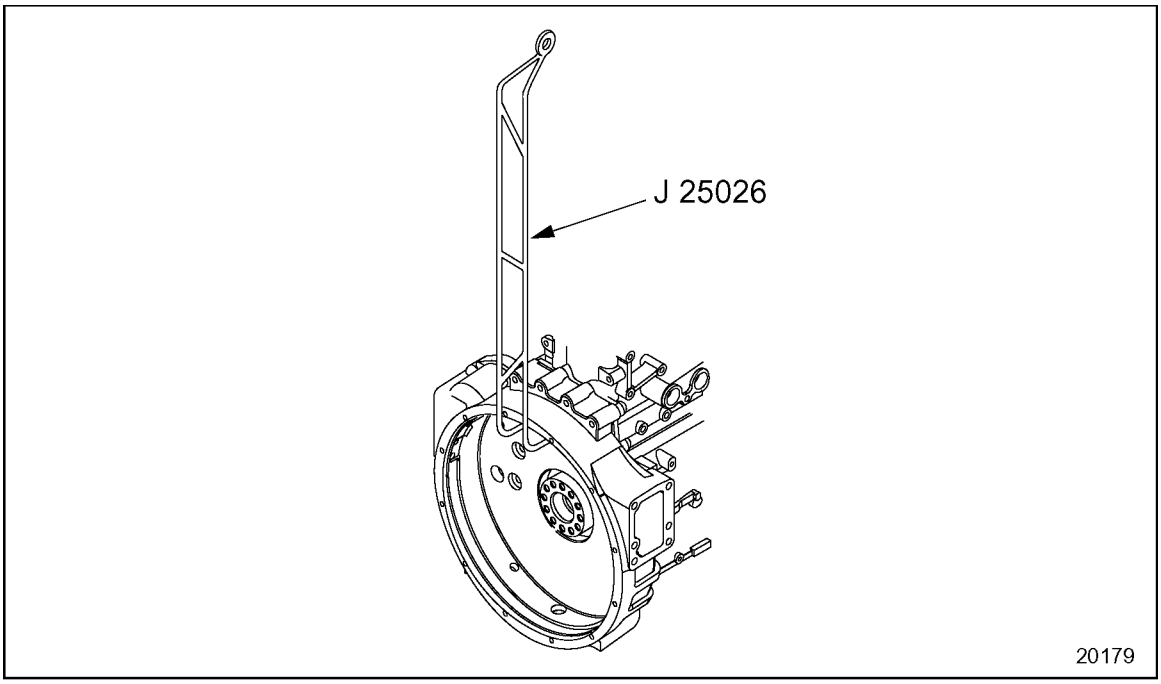

Figure 1-245 Flywheel Removal
7. Attach the flywheel lifting tool, J 25026, or some other suitable lifting device, to the flywheel. See Figure 1-245.